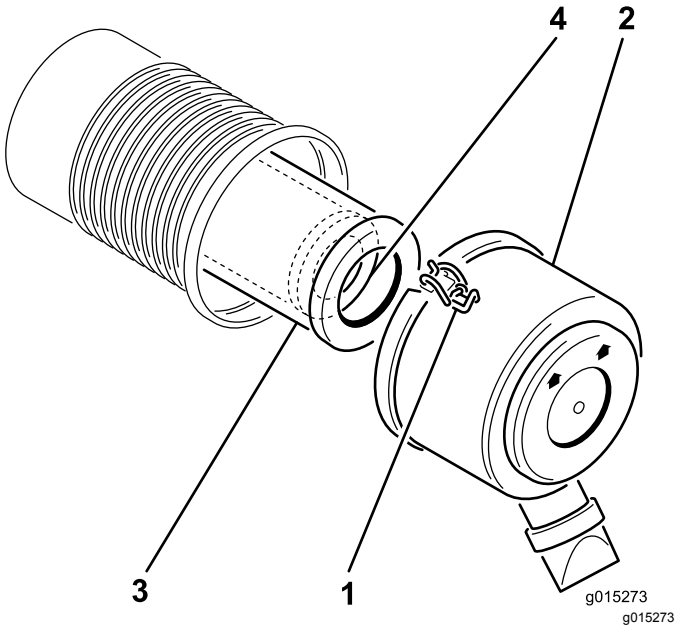

Figur 14
2. Utløs låsene som fester luftrenserdekselet til luftrenserhuset. Ta dekslet av kroppen (Figur 14).
4. Skyv hovedfilteret forsiktig ut av luftrenserhuset (Figur 14).
2. Hvis du skifter ut sikkerhetsfilteret, skyv det forsiktig inn i filterkroppen (Figur 14).
3. Skyv hovedfilteret forsiktig inn over sikkerhetsfilteret (Figur 14).
5. Monter luftrenserdekslet med siden som er merket Up, oppover, og fest låsene (Figur 14).